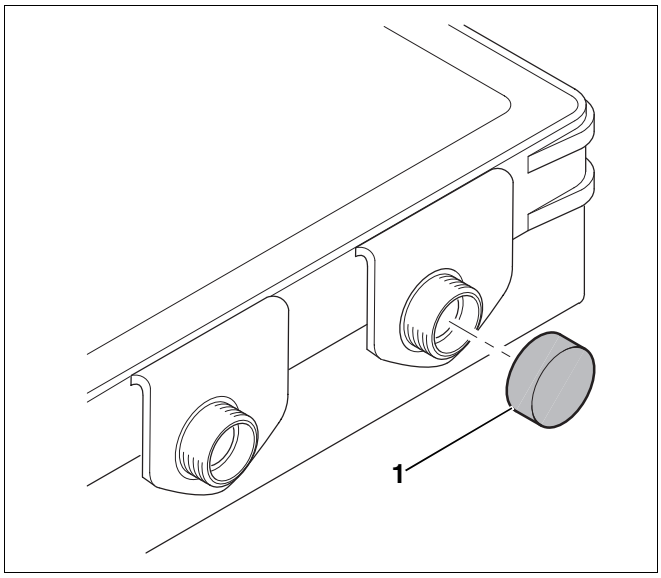

Afb. 53 Beschermkapje (rechterzijde) afnemen
- Verwijder de beschermkapjes (afb. 53, **pos. 1**) aan de rechter collectorzijde.